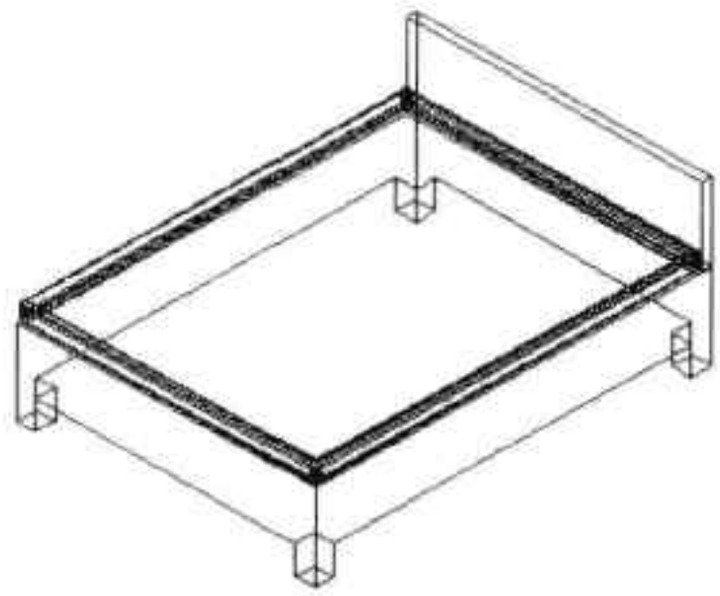

图14-64 拉伸横截面
Step11 将视图设为“西南视图”，并设置好坐标方向，执行“拉伸”命令，拉伸床靠背横截面，如图 14-64 所示。